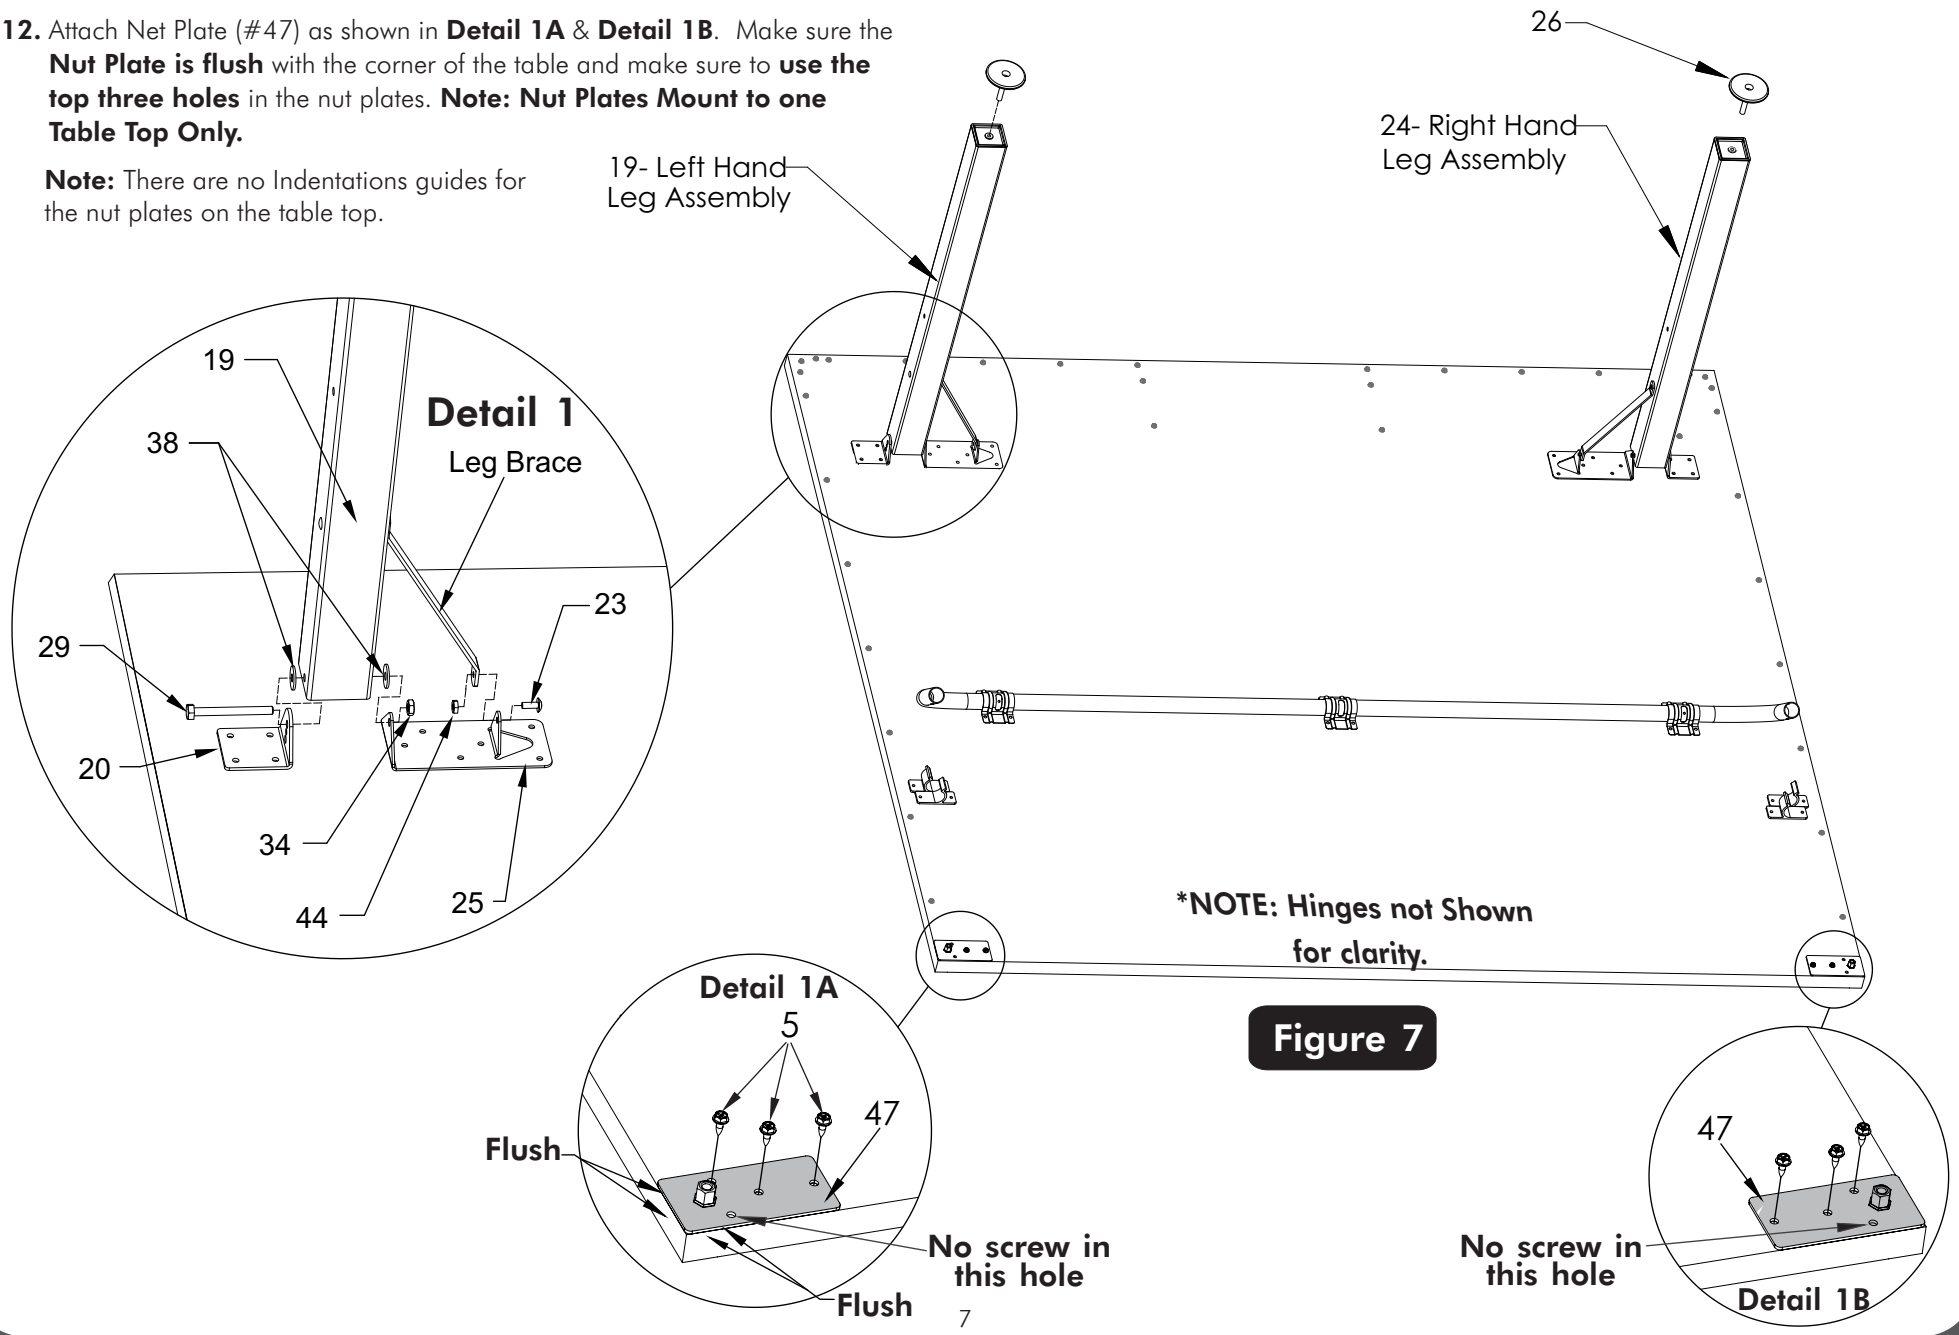

Figure 7
11. Attach legs (#19 & 24) to table top with Hex Bolt (#29), two Plastic Washers (#38) and Locknut (#34). Attach leg brace to Leg Mounting Bracket (#25) with Phillips Head Screw (#23) and #10-24 Locknut (#44) as shown in **Detail 1**. Attach leg levelers (#26) to bottom of the legs (#19 & 24) as shown in **Figure 7**.